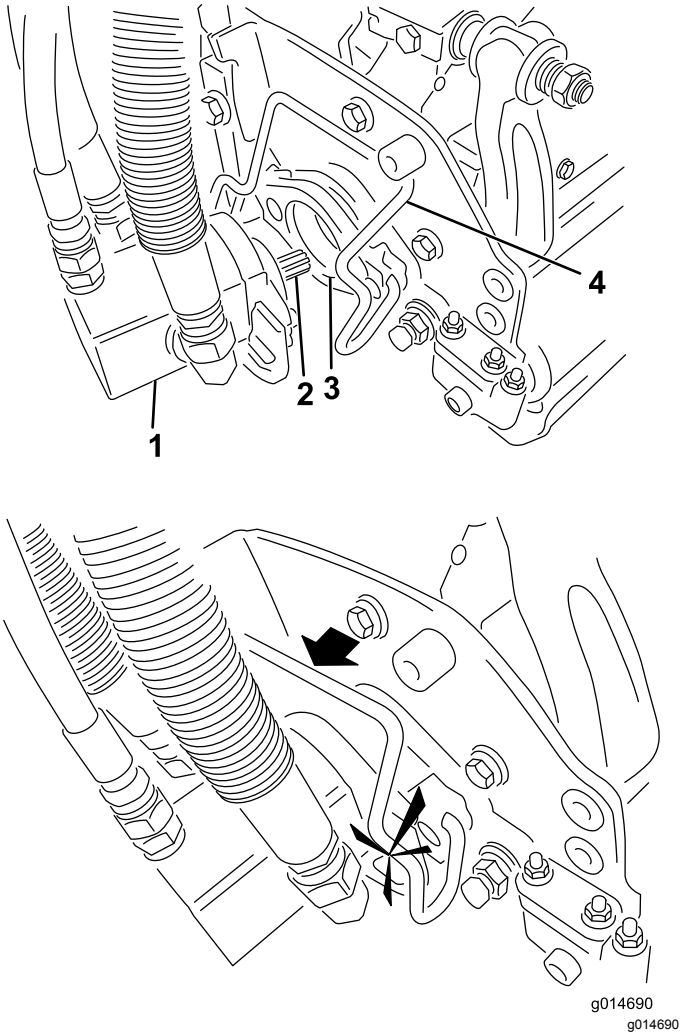

Rysunek 34
5. Nasmaruj wał z wypustem silnika zespołu tnącego cienką warstwą smaru (Rysunek 34).
6. Umieść silnik po lewej stronie zespołu tnącego (patrz od strony operatora) i pociągnij pręt mocujący silnik na zespole tnącym w kierunku silnika, aż do usłyszenia charakterystycznego kliknięcia po obu stronach silnika (Rysunek 34).